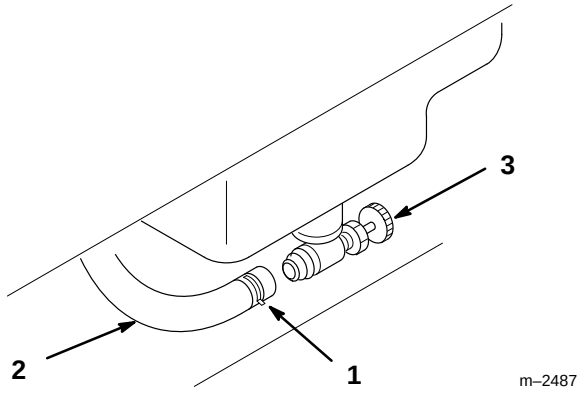

Figure 43
3. Desserrer le collier de fixation de la conduite d'alimentation et le faire glisser sur la conduite pour l'éloigner du robinet (Fig. 43).
4. Détacher du robinet la conduite d'alimentation (Fig. 43). Un peu d'essence s'écoule lorsqu'on débranche le flexible du robinet. Raccorder un flexible d'un D.I. de 8 mm (5/16") au robinet pour faciliter l'écoulement de l'essence dans un récipient. Ouvrir le robinet et laisser l'essence s'écouler dans un bidon ou un bac de vidange.
5. Reconnecter la conduite d'alimentation au robinet d'essence. Faire glisser le collier jusqu'au robinet pour fixer la conduite d'alimentation (Fig. 43). Le robinet doit normalement rester ouvert, sauf lors d'entretiens du système d'alimentation ou du transport du tracteur sur une remorque.